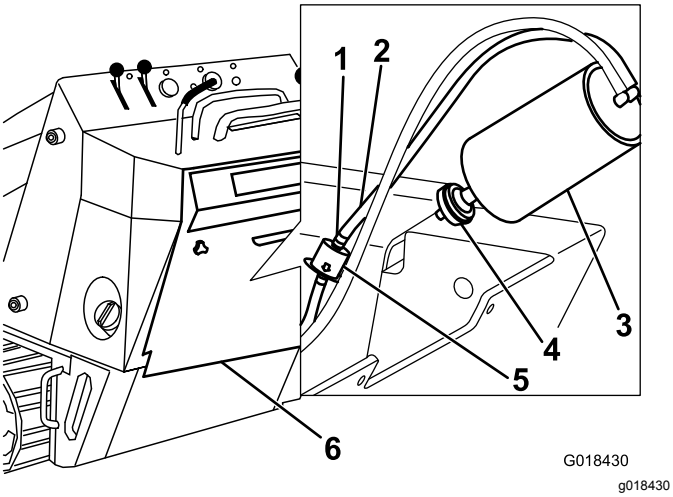

**Figur 33**
4. Ta bort och kasta kolkanisterns luftfilter (Figur 33).
5. Montera ett nytt filter på kolkanistern (Figur 33).
4. Flytta undan slangklämmorna av fjädertyp på bägge sidor av kolkanisterns reningsledningsfilter från filtret (Figur 33).
5. Ta bort och släng reningsledningsfiltret (Figur 33).
6. Montera ett nytt filter i slangen (pilen på filtret ska peka bort från kolkanistern) och fäst det med slangklämmorna (Figur 33).